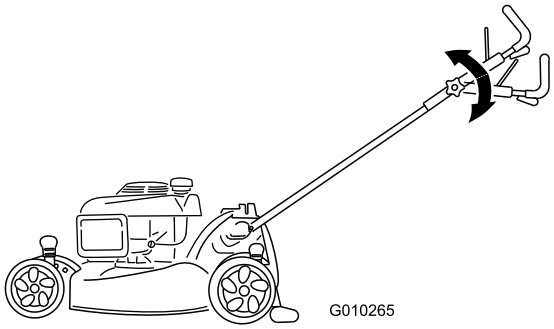

**Figur 19**
2. Flyt det øverste håndtag hen til den ønskede position (Figur 19).